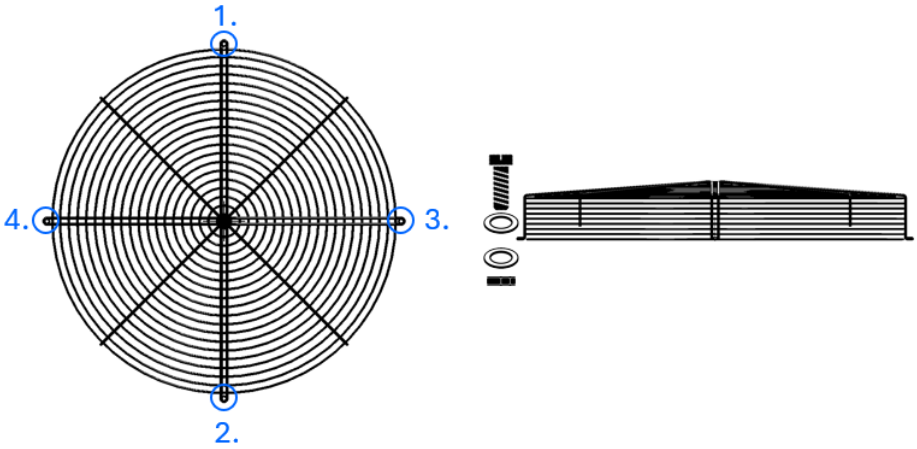

Figure 23 - Puntos de fijación de la rejilla de protección del ventilador.
2. Fije la rejilla en los puntos de fijación utilizando tornillos M8, tuercas autoblocantes y arandelas en ambos lados, según se muestra en la Figure 23.